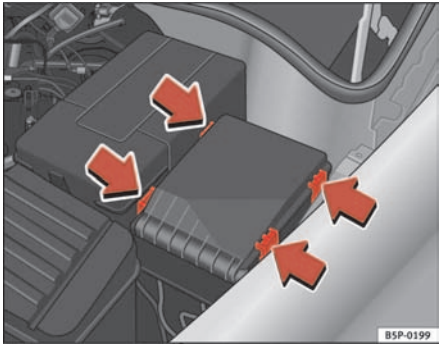

Fig. 172 Fuse box cover in engine compartment
– Prise off the fuse cover in the engine compartment by pressing the tabs towards the centre of the cover ⇒ page 235, fig. 172.